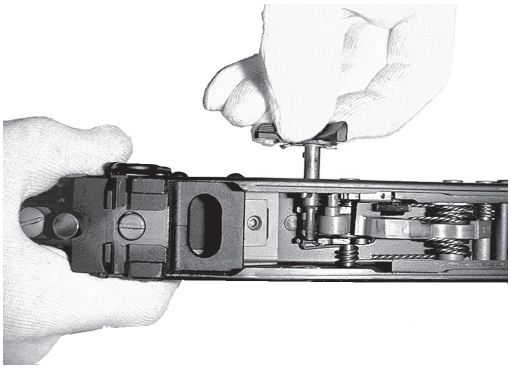

Rys. 94. Przyłączanie przełącznika
d) przyłączyć przełącznik: trzymając karabin lewą ręką, prawą włożyć oś przełącznika do otworu kształtowego lewej ścianki komory zamkowej *(rys. 94)*, tak aby kołki osadzone w osi przełącznika przeszły przez wycięcie ścianki; koniec osi przełącznika powinien wejść do otworu dźwigni bezpiecznika; obrócić przełącznik do położenia „**C**”;